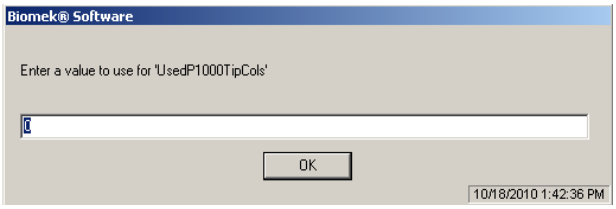

Figure 8. P1000 tip usage window.
2.6.3.4 A series of prompts will appear, shown in Figure 8.
2.6.3.5 In the window shown in Figure 8, enter the number of columns of tips, if any, that have already been used in the indicated P1000 tip box and click OK. A window identical to this except for the used P250 tips (the prompt says P200 which is the same) will open up, indicate the number of columns of used tips, if any for the P250 tips and click OK. This applies to both boxes of P250 tips.